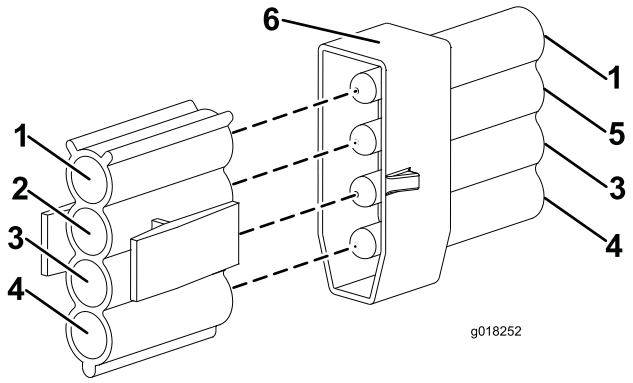

Figur 14
13. Fest kontakten på maskinens ledningsstamme med GRØNN/RØD ledning til den identifiserte høyre/venstre lyskontaktenheten (Figur 14).